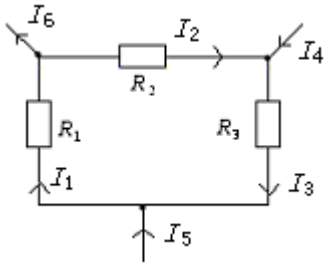

图 7
2. 电路图 7 中，已知 $I1$=11mA，$I4$=12mA，$I5$=6mA。求 $I2$，$I3$ 和 $I6$（计 6 分）。